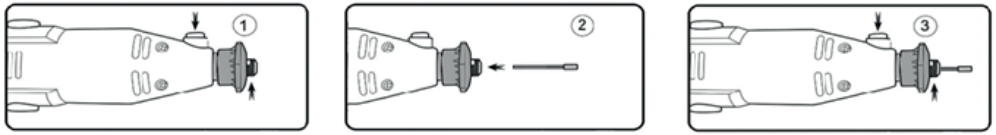

РИС.3
6.2 Установка рабочего инструмента (см. рис.3)